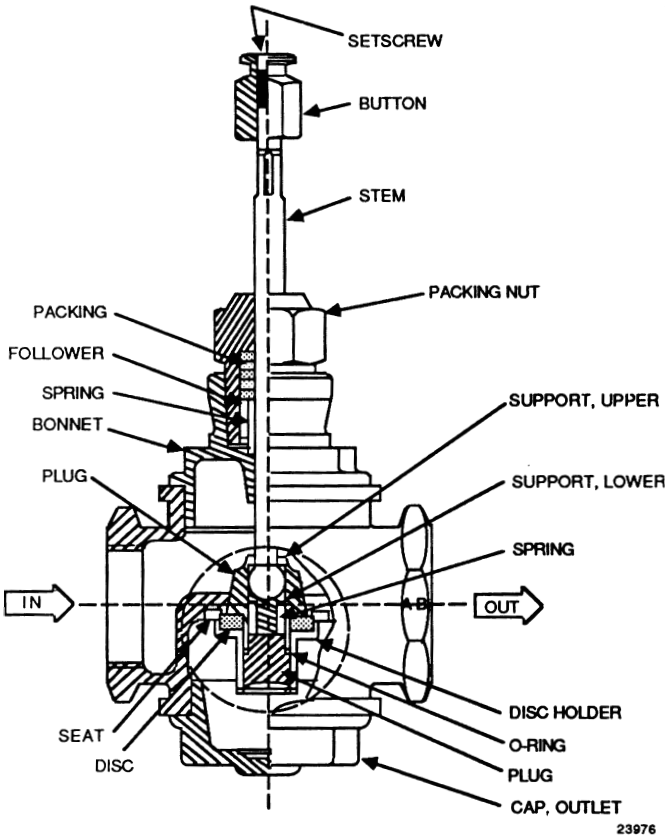

Fig. 11. V5011H and J Reverse Acting Threaded Body Valve—Cutaway.
b. V5011H and J Reverse Acting Threaded Body Valves (Fig. 11). Unscrew cap outlet from body and remove Stem and Plug.